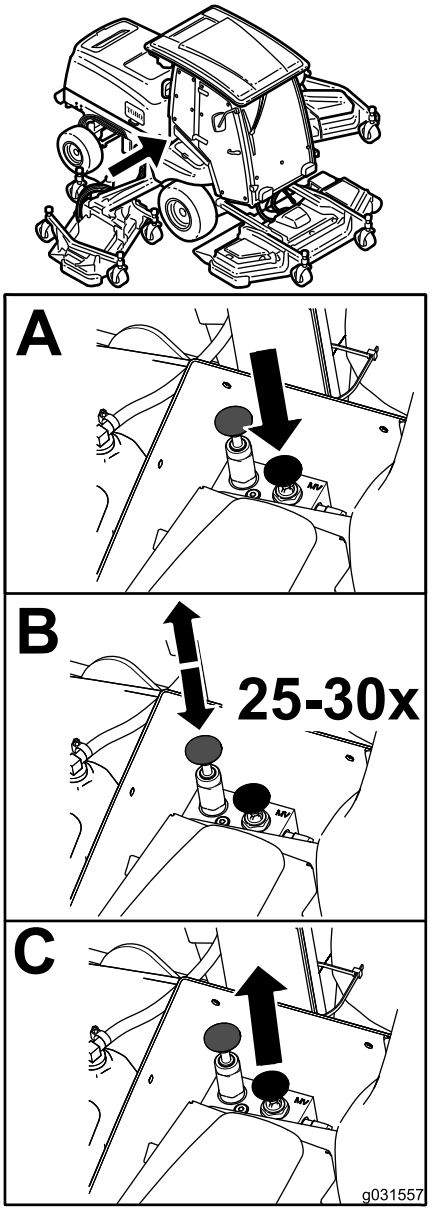

Figur 76
1. Omløpsventiler (2)
4. Frigjør manuelt den automatiske parkeringsbremsen ved hjelp av omløpsventilen og stempelet som vist i Figur 76.